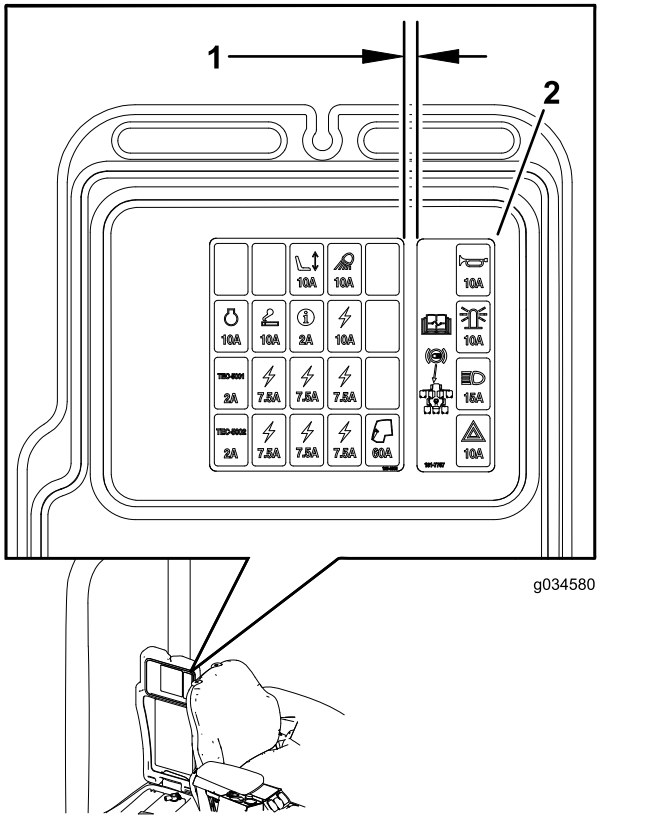

図 33
2. ヒューズボックスのカバーにヒューズボックス用デカルを貼り付ける図 33。